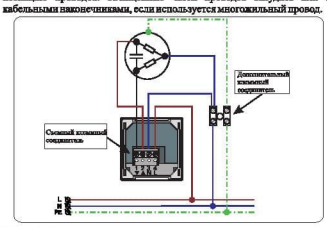

Рисунок 1. Типовая схема подключения
- Ознакомиться со стандартной схемой подключения (см. рис. 1).
- Подключить синий (голубой), провод привода («нейтраль») с помощью дополнительного клеммного соединителя к «нейтрали» питающей сети (см. рис. 1).
- Отсоединить съемный клеммный соединитель устройства (см. рис. 1).
- Подключить провод направления ВВЕРХ электропривода к контакту 2 устройства (см. рис. 1).
- Подключить провод направления ВНИЗ электропривода к контакту 1 устройства (см. рис. 1).
- Подключить к контакту 3 устройства «нейтраль» питающей сети ~230 В (см. рис. 1).
- Подключить к контакту 4 устройства «фазу» питающей сети ~230 В (см. рис. 1).